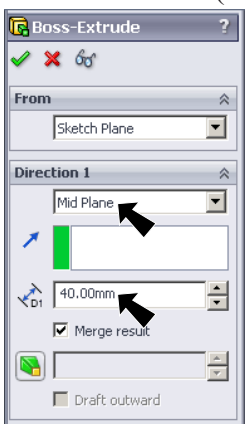

Fig. 85
Step 24. In the Property Manager set, **Fig. 85**